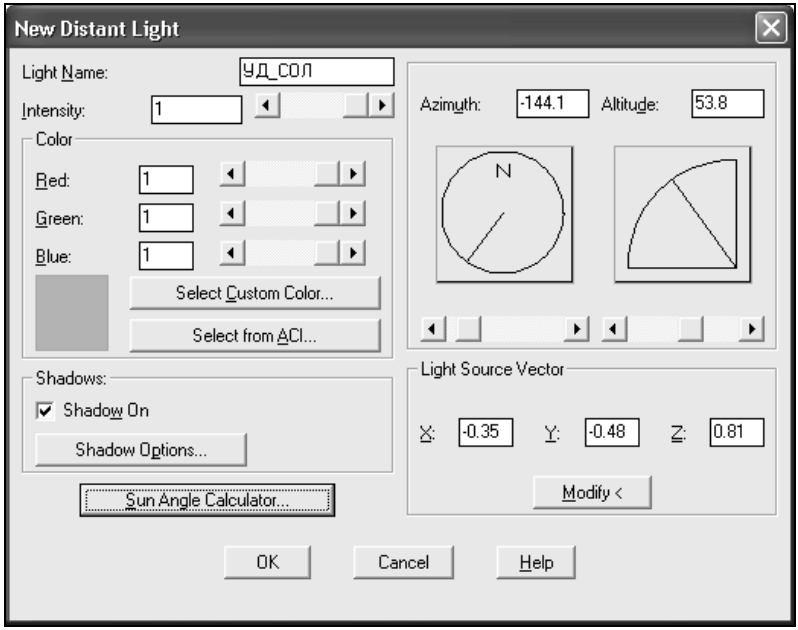

Рис. 12.33. Диалоговое окно **New Distant Light**
- в открывшемся ДО **New Distant Light** (Новый удаленный источник света) (рис. 12.33) в поле ввода **Light Name** (Имя источника) ввести имя, например **УД_СОЛ**.
◊ нажатием кнопки **OK** закрыть ДО **Sun Angle Calculator** (Положение солнца) и вернуться в ДО **New Distant Light** (Новый удаленный источник света) (см. рис. 12.33), где в полях ввода **Azimuth** (Азимут) и **Altitude** (Высота) автоматически отображаются приведенные выше значения этих параметров. При необходимости в данных полях ввода можно задать другие значения.